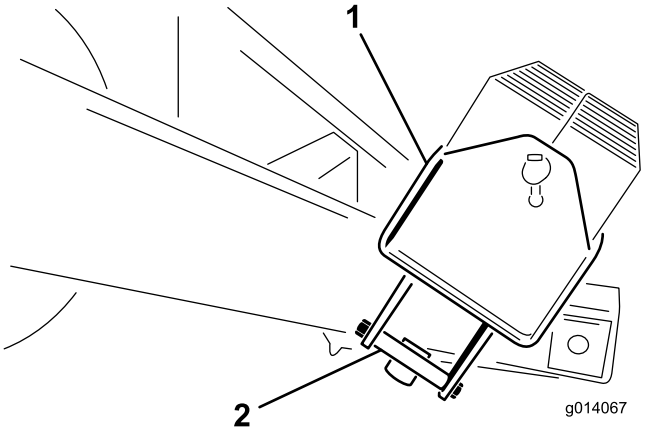

Figur 5
2. Avlägsna ½ x 5½-tumsbultarna från monteringsfästet som håller viktlådan. Kassera monteringsfästena (Figur 5).